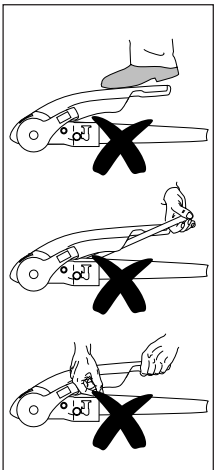

Fig 6
2) Press stabiliser lever down by hand force only DO NOT use your foot or an extension bar, this will damage the components (Fig. 6).
3) When opening or closing the stabiliser lever, please ensure your hand does not touch the coupling handle - you may accidentally trap your fingers! (Fig. 6).